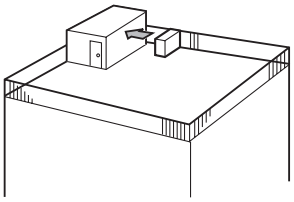

Fig. 2-3
① Positionner la sortie d'air vers le mur le plus proche et à environ 50 cm de celui-ci. (Fig. 2-3)